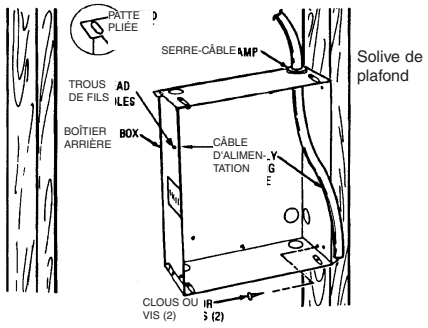

Figure 1
1. Déterminez quel côté du boîtier arrière doit être placé contre un poteau mural, et courbez les pattes aux angles arrière à 90° de façon à ce que le boîtier arrière soit d'équerre avec le poteau après l'installation (Voyez la Figure 1).
3. Positionnez le boîtier arrière contre le côté d'une solive de plafond avec des clous ou des vis comme c'est montré en Figure 1.
REMARQUE : Des avant-trous pour vis de tôlerie de #8 ont été fournis sur les côtés du boîtier arrière Une fois que la finition de mur aura été posée, enfoncez une vis de tôlerie de #8 (M4) (de longueur recommandée de 1" ou 25 mm) au travers du côté du boîtier qui n'est pas fixé à la solive. Cela empêchera le boîtier arrière d'être extrait au moment de l'installation du radiateur (Vor la Figure 1).